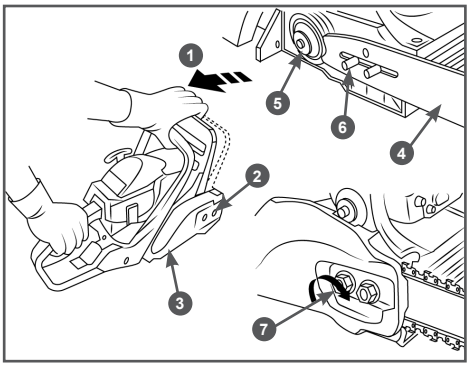

Рис. 2 Установка шины
1. Перед установкой шины и цепи убедитесь в том, что тормоз цепи находится в расторможенном положении. Для этого ручку тормоза 1 (Рис. 2) потяните на себя до щелчка.
2. Открутите гайки 2 и снимите крышку шины 3 (Рис. 2).
3. Установите шину 4 пазом на шпильки крепления шины 6 и передвиньте ее в сторону муфты сцепления 5 для облегчения установки цепи (Рис. 2).
5. Вращая винт шестерни натяжения цепи 7 (Рис. 2) против часовой стрелки, установите палец натяжителя в крайнее левое положение. Установите на место крышку шины 3 (Рис. 2).
8. Отрегулируйте натяжение цепи (см. раздел «Регулировка натяжения цепи» вращая винт шестерни натяжения цепи 7 (Рис. 2) по часовой стрелке.